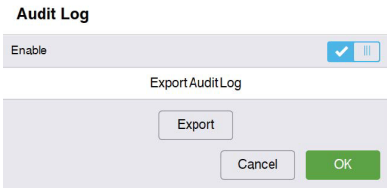

Figure 3
- The following window appears. (Figure 3)